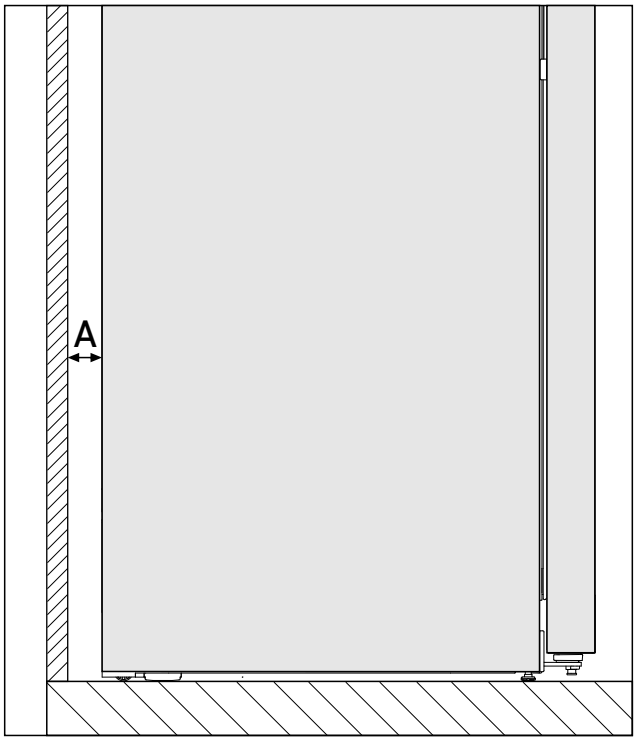

*Fig. 2 **
Spotřeba energie byla zjištěna s ohledem na vzdálenost od stěny *Fig. 2 (A)* mezi zadní stranou spotřebiče a stěnou. Pokud je vzdálenost od stěny menší než *Fig. 2 (A)*, nemá to žádný vliv na funkčnost spotřebiče, avšak při menší vzdálenosti od stěny se mírně zvýší spotřeba energie.*